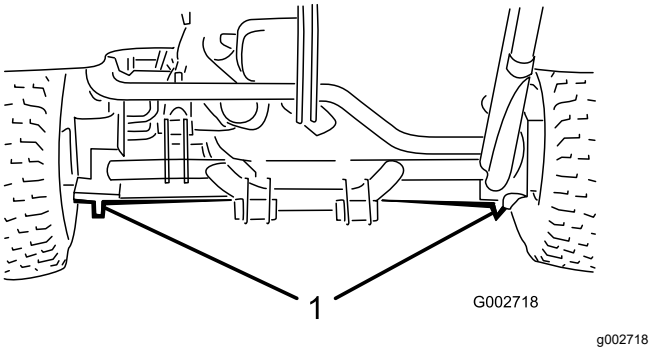

Figuur 17
- Links of rechts – onder de achterste wielmotor of het frame (Figuur 17).